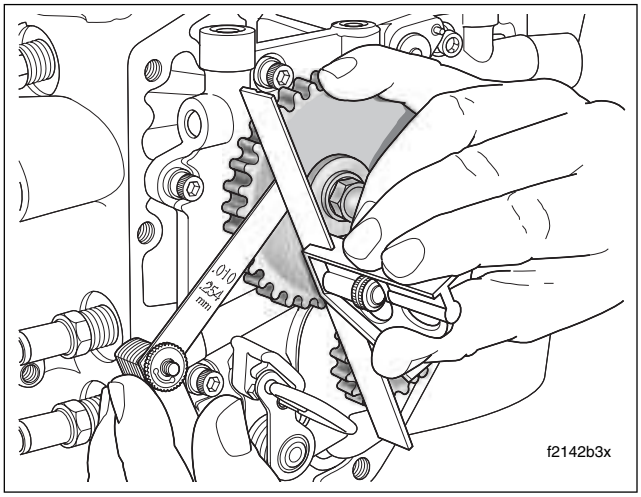

Figure 3-53. Check Alignment of Crank and Primary Cam Sprocket Faces
e. Place a straightedge across the crank and primary cam sprocket faces. Try to insert a 0.010 inch feeler gauge between the straightedge and each sprocket face. See Figure 3-53. If the feeler gauge does not fit at either location, then proceed to step 22(f).